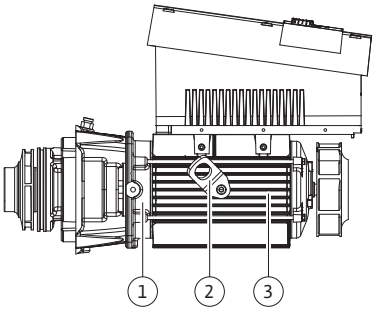

*Fig. 13: Juego de introducción*
Desde el punto de vista del montaje, el rodete (Fig. 6, pos. 6) y la linterna (Fig. 6, pos. 7) pertenecen al juego de introducción (Fig. 13).
Para hacerlo, se retiran las argollas de transporte (Fig. 13, pos. 2) de la brida del motor (Fig. 13, pos. 1), se colocan en la carcasa del motor y se vuelven a fijar con los mismos tornillos a dicha carcasa (Fig. 13, pos. 3).